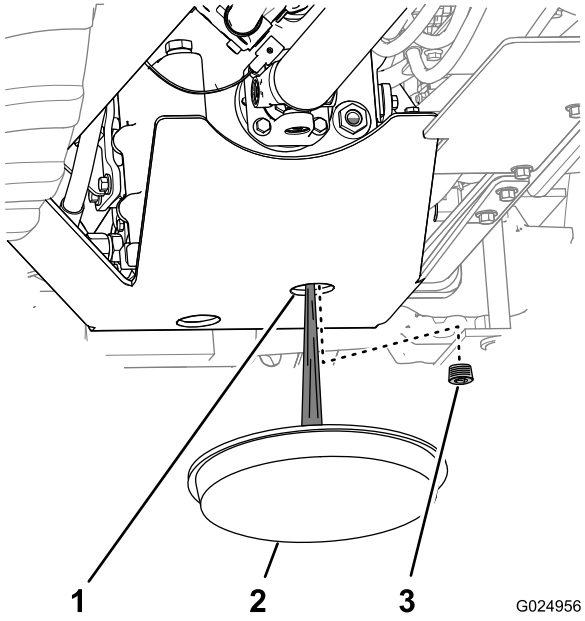

Bild 94
2. Stellen Sie eine Auffangwanne unter das vordere Loch im Getriebeschutzblech (Bild 94).
3. Reinigen Sie durch das Getriebeschutzblech den Bereich um die Getriebeablassschraube (Bild 94)